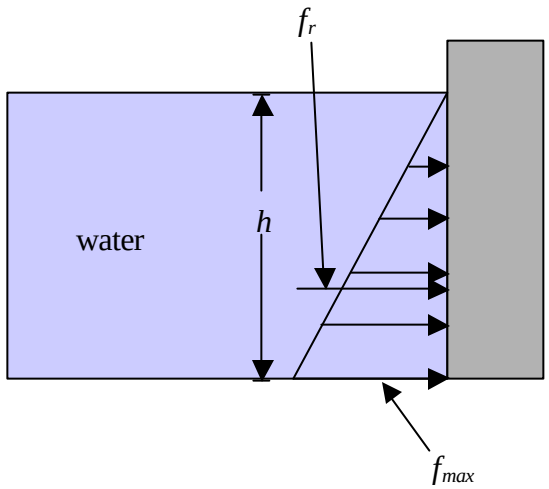

Figure 1. Hydrostatic Force of Water on a Plane Surface
5. The hydrostatic force of water on the vertical face of the dam is described in Figure 1.